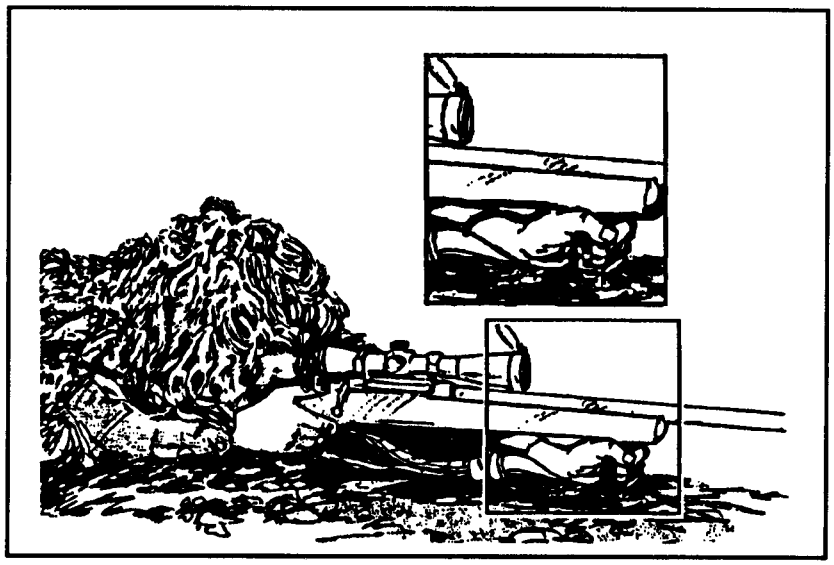

Figure 3-8. Hawkins position.
(6) ***Hawkins position.*** The Hawkins position (Figure 3-8) is a variation of the prone unsupported position. The sniper uses it when firing from a low bank or a depression in the ground, over a roof, or so forth. It cannot be used on level ground since the muzzle cannot be raised high enough to aim at the target. It is a low-profile position with excellent stability and aids concealment. To assume this position, the sniper uses the weapon's sling and proceeds as follows: